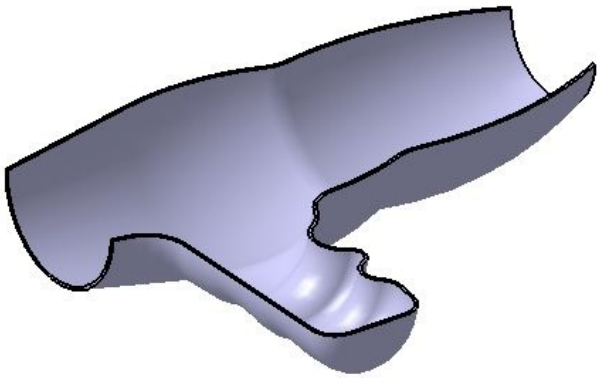

Figure 11-102 *Final model of the Hair Dryer Cover*
f. Create the remaining features of the model using the **Edge Fillet** and **Shell** tools, refer to Figure 11-102.
Apply other features to the model using the tools in the **Part Design** workbench. The model after creating all the features is shown in Figure 11-102.